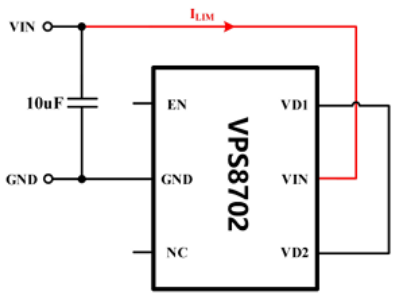

*Figure 13: Current limit (ILIM) test circuit*
*Figure 13* depicts the current limit (ILIM) test circuit. The output is shorted through a current sense path to VIN while the IC operates normally. This setup is used to determine the peak output current protection level and verify safe operating boundaries.